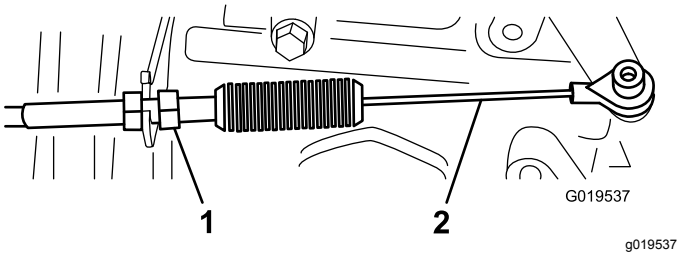
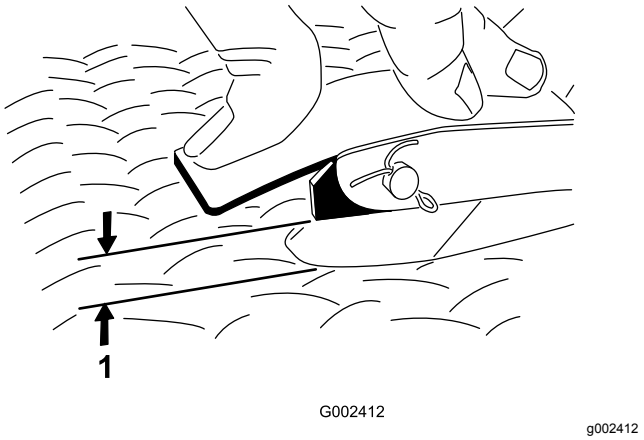

Figuur 66
Figuur 67
2. Stel de kogelverbinding op de gaskabel (Figuur 66) zo af dat er 2,54 tot 6,35 mm ruimte is tussen de arm van het gaspedaal en de bovenkant van het ruitprofiel op de vloerplaat (Figuur 67) wanneer u een druk van 11,3 kg uitoefent op het midden van het pedaal.
3. Draai de borgmoer aan (Figuur 66).